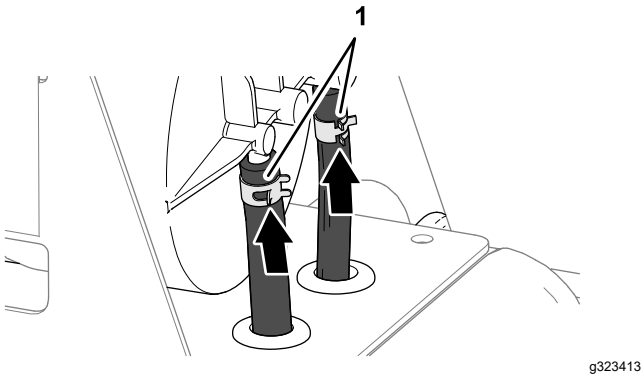

Figura 91
4. Sujete las mangueras a los acoplamientos con las abrazaderas (Figura 91)